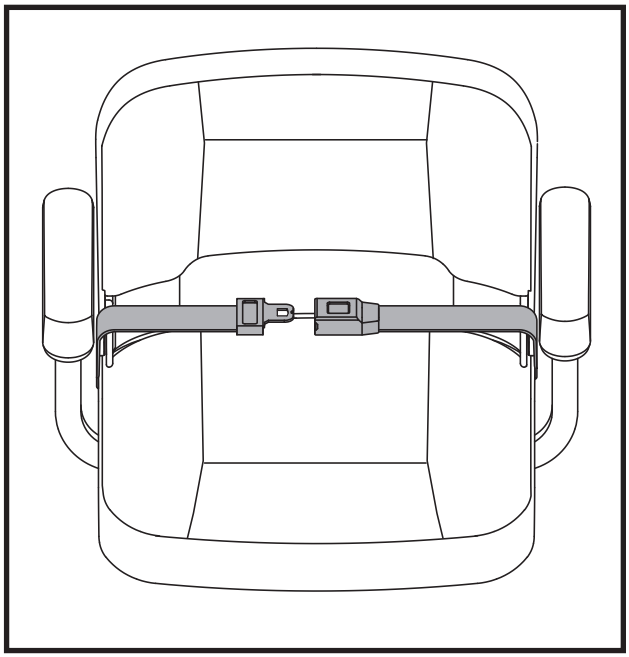

Figure 24. Ceinture de positionnement - De type attache in métal ou ceinture de positionnement - Crochet réutilisable et boucle de fixation
1. Insérez l'onglet de la ceinture côté droit dans la boucle de ceinture côté gauche jusqu'à ce que vous entendiez le ¨clic¨. **Voir la figure 24.**